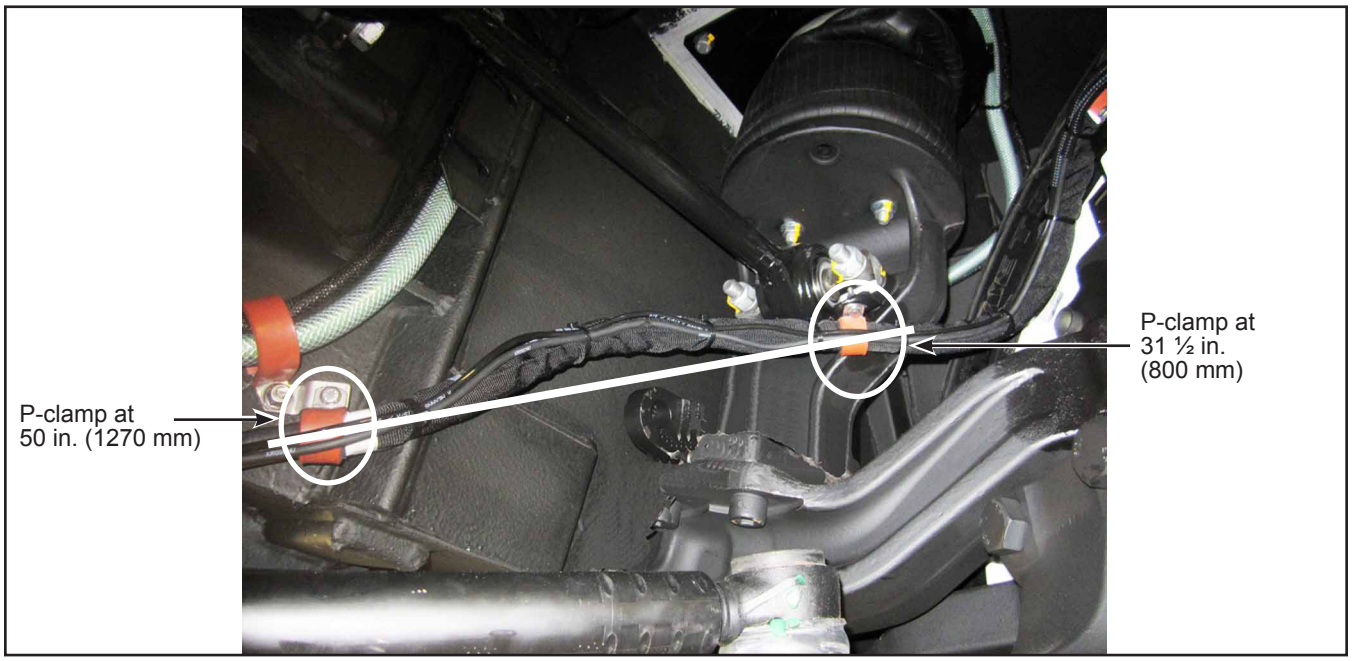

Figure 9 - P -Clamp Alignment at the 31½ in. (800 mm) and 50 in.(1270 mm) Positions
2.11. P-clamps at the 31½ in. (800 mm) and 50 in. (1270 mm) positions must be oriented so that they are on the same axis. See Figure 9.